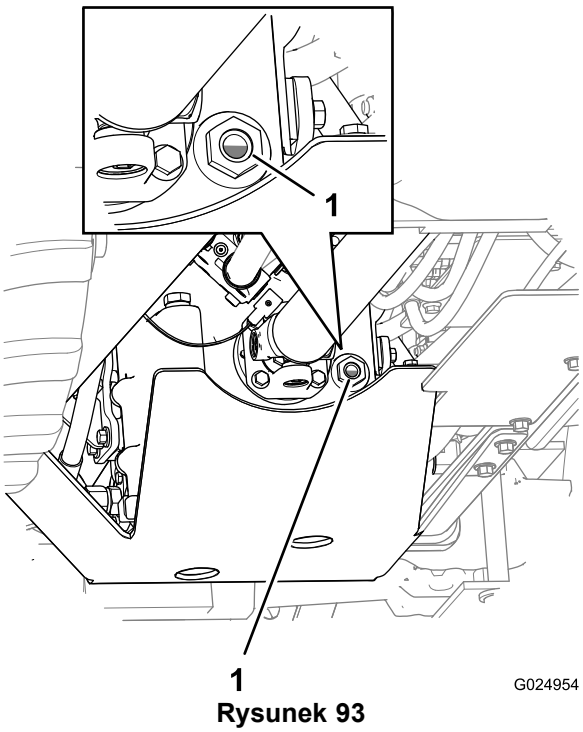

Rysunek 93
4. Po 5 minutach sprawdź przez wziernik poziom oleju w przełożeniu (Rysunek 93).
6. Powtórz kroki od 2 do 5, aż poziom oleju wynosił będzie od 1/2 do 3/4 wysokości okienka wziernika (Rysunek 93).
Informacja: Poziom oleju powinien wynosić od 1/2 do 3/4 wysokości okienka wziernika (Rysunek 93).